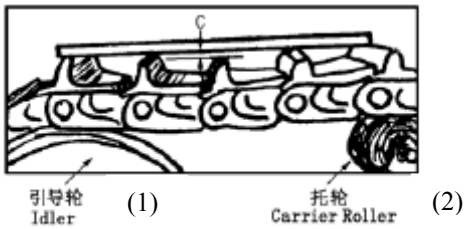

Рис.4-20
(1). Проверка натяжения гусеницы (рис. 4-20).